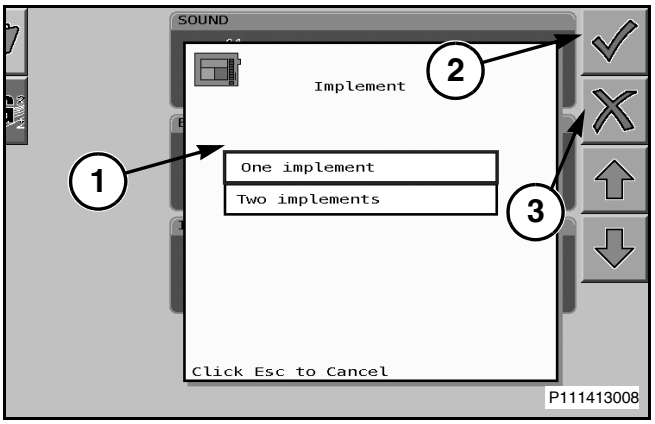

Рис. 88
Рис. 88: Выберите тип использования навесного оборудования (одно/два), прокручивая выпадающий список, чтобы подсветить выбор (1), а затем нажмите кнопку колеса прокрутки или кнопку рядом с меткой выбора (2), чтобы принять настройку. Чтобы отменить выбор, нажмите кнопку рядом со значком X (3).